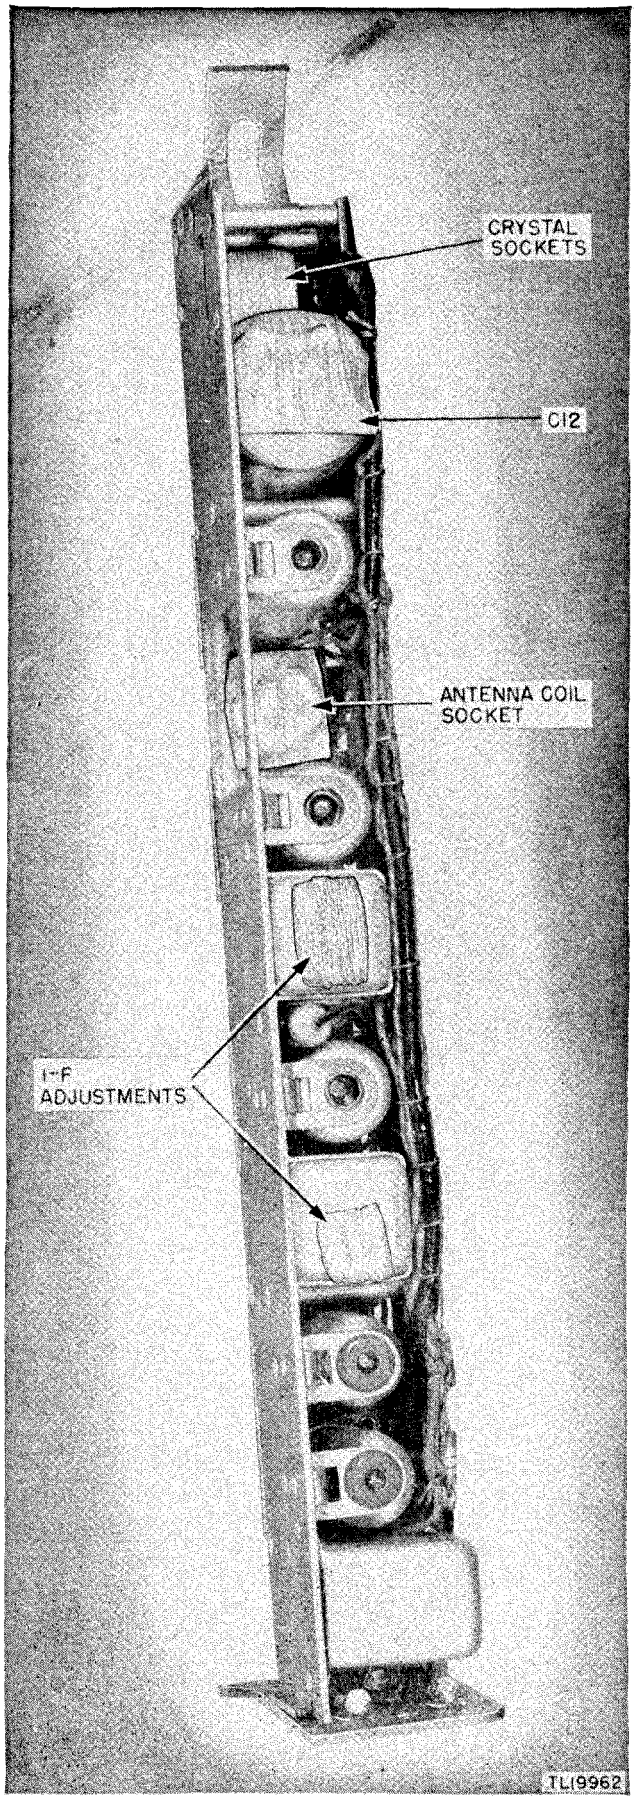

Figure 26. Radio Receiver and Transmitter B-611-(*), top of chassis, showing masking.
(7) ANTENNA coil socket. (See fig. 26.)
(8) Top of capacitor C12. (See fig. 26.)
(9) Crystal sockets. (See fig. 26.)
(10) Openings in i-f cans (fig. 26) (on Radio Set SCR-536-F model mask top and bottom screw adjustments, figs. 26 and 27).